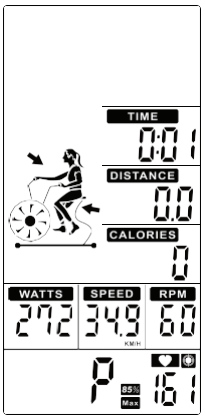

Figure 46
3. When start workout, **MAX HR** up, 65% & 85% Heart rate will switch to display. TIME/DISTANCE/ CALORIES/ WATTS/SPEED/ RPM will calculate workout value (Figure 46).